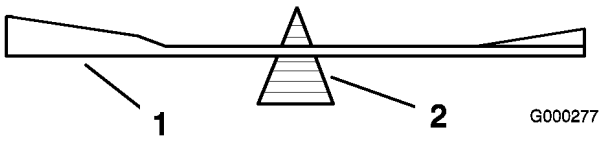
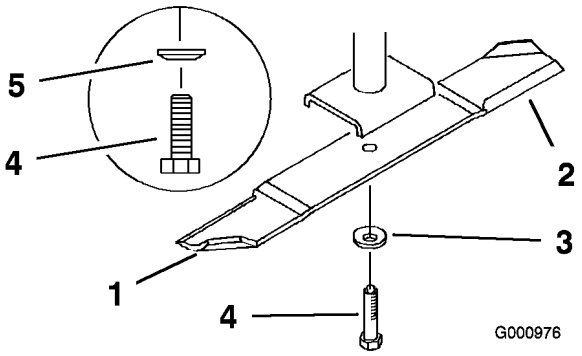

Figur 74
Figur 75
2. Ta bort knivbulten, fjäderbrickan och kniven från spindelaxeln (Figur 75).
2. Kontrollera knivens balans med en knivbalanserare (Figur 74). Om kniven stannar kvar i ett horisontellt läge är den i balans och kan användas. Om kniven inte är balanserad kan du fila bort lite metall från knivens segeldel (Figur 75). Upprepa proceduren tills kniven är balanserad.
1. Montera kniven på spindelaxeln (Figur 75).
2. Montera fjäderbrickan och knivbulten. Fjäderskivans kon måste monteras mot bultens huvud (Figur 75).